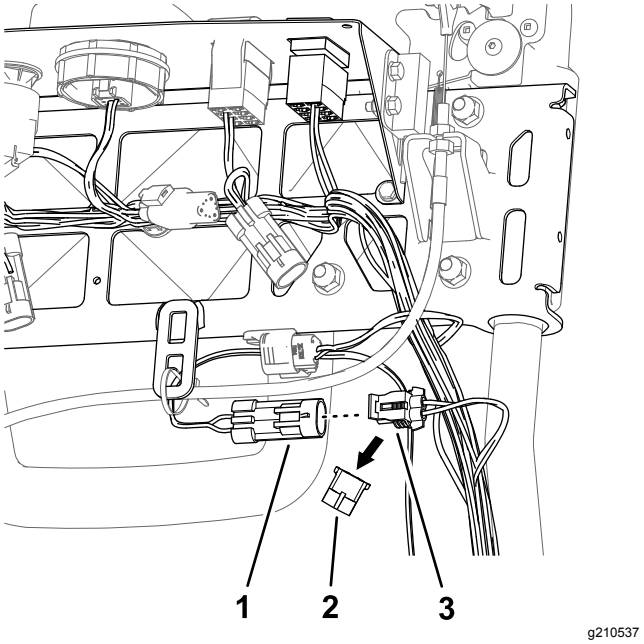

Figur 20
1. Foran på konsollen fjerner du pluggen fra maskinledningssatsens kontakt med to sokler (Figur 20).
2. Koble LED-lysledningssatsens kontakt med to pinner til maskinledningssatsens kontakt med to sokler (Figur 20).